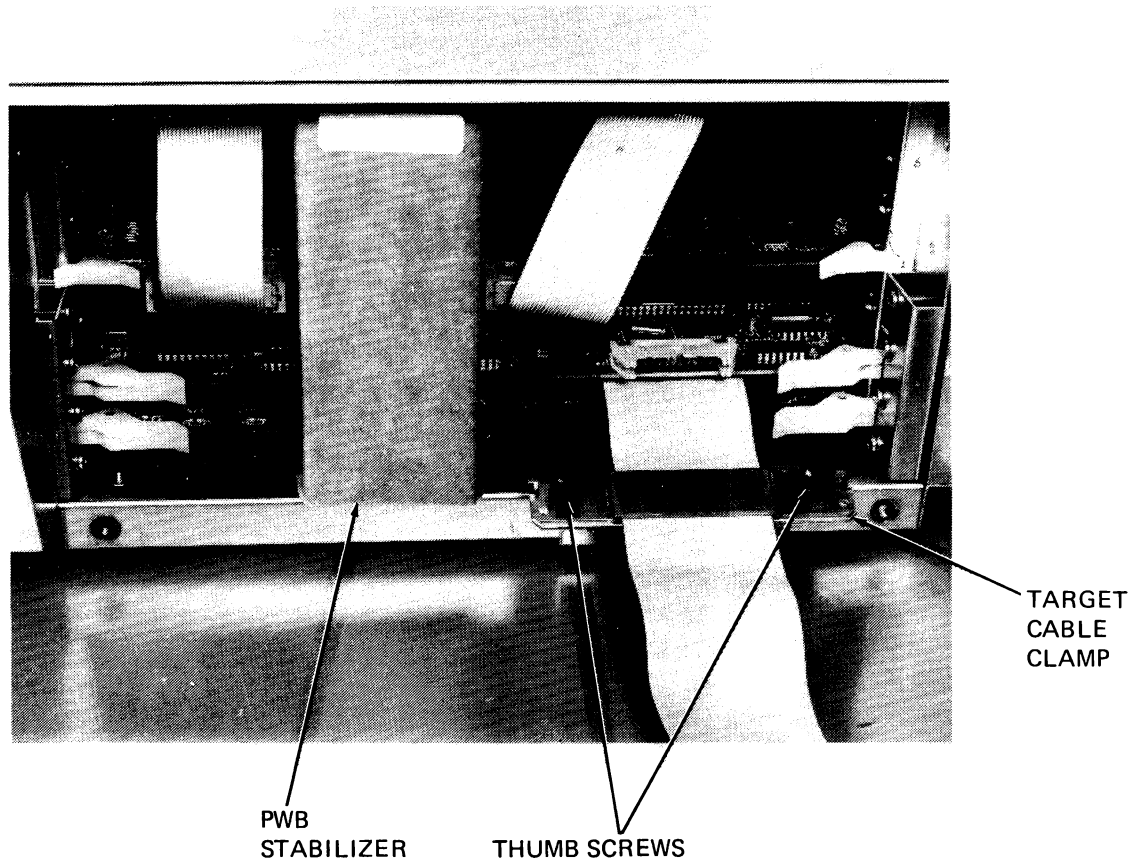

FIGURE 2-4. TARGET CABLE CLAMP
4. Remove cardboard printed circuit board stabilizer and retain with other packing material. See Figure 2-4 for stabilizer location.
When installing Emulator Board #1 the target cable must be secured in place with the target cable clamp. Place the clamp, which is attached to the cable, on the chassis cable mount so that the thumbscrews line up with the screw holes in the chassis. If an extended address cable is installed from the breakpoint trace board, it must be in the groove provided on the chassis cable mount before the target cable clamp is installed. Reference Figure 2-4 for target cable clamp configuration. Secure the clamp with thumbscrews. Do not over tighten.
Before removing the Emulator Board #1 the target cable strain relief assembly must be removed from the target cable mounting bracket. To remove the target cable strain relief assembly from the clamp, loosen the thumbscrews on the clamp. Refer to Figure 2-4 for target cable clamp configuration. After the cable is free, pull the ejector tabs toward the side of the card case, releasing the board from the mother board connector. Slide the board out of the chassis taking care that target cable is kept free of obstructions. Emulator Board #1 must be removed in order to remove the Breakpoint Trace board.